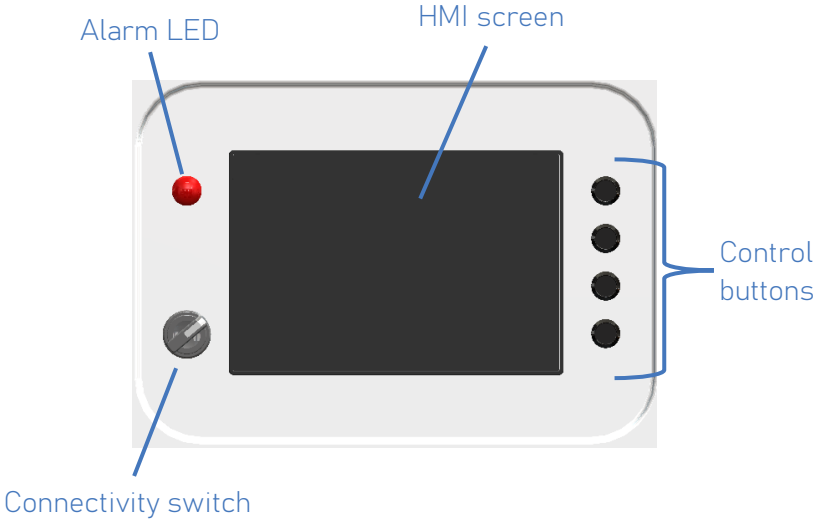
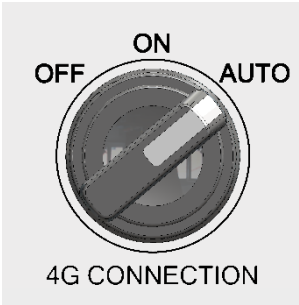

Figure 9 - Control unit – Human/Machine Interface (HMI)
Figure 15 - Connectivity switch set to AUTO position.
Figure 9 is a touch screen that allows the user to:
1. Press any control button (Figure 9);
Figure 9 has three positions:
- Ensure the connectivity switch (Figure 9) is set to the AUTO position (Figure 15).